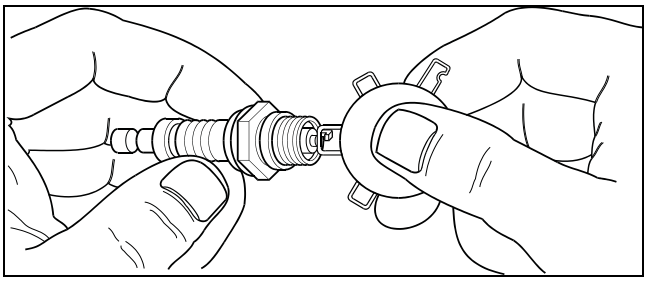

Figura 4-4. Separación de la bujía
4. Ajuste la separación de la bujía nueva a 0.028-0.031 in (0.70-0.80 mm). Vea la Figura 4-4.